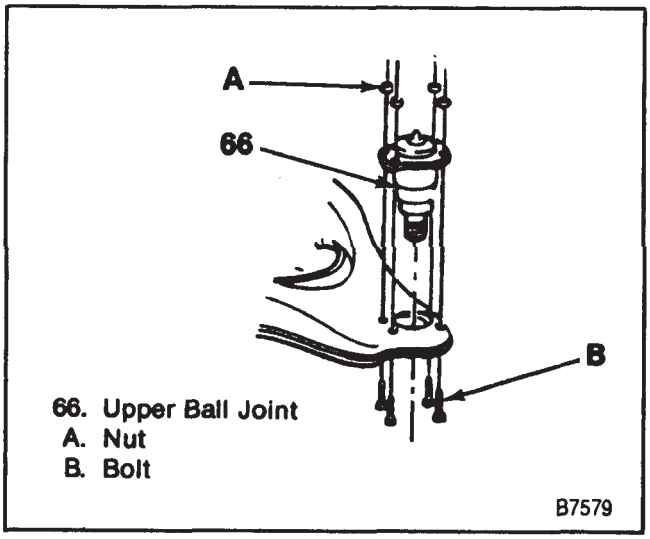

Figure 21—Installing the Upper Ball Joint
1. New upper ball joint (66) to the upper control arm (42) (figure 21).
2. Position four attaching bolts and nuts (figure 21).